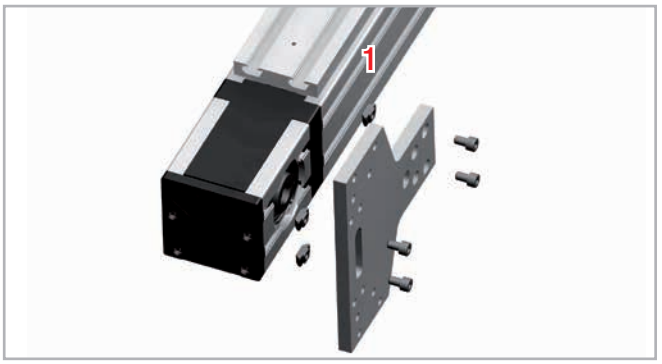

Abb. 90
1. Fixieren Sie die Verbindungsplatte durch Einführen der Schrauben in die vorbereiteten Bohrungen an der APC-1 (s. Abb. 90).